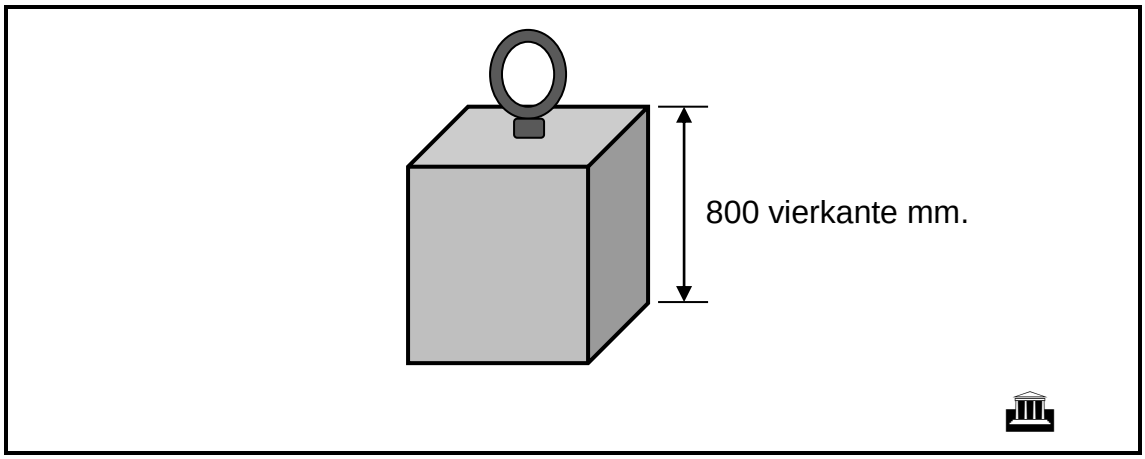

FIGUUR 3
5.1 FIGUUR 3 toon 'n soliede, vierkantige blok met 'n massa van 2 500 kg wat uit 'n diepte van 100 meter in 'n mynskag gehys moet word.